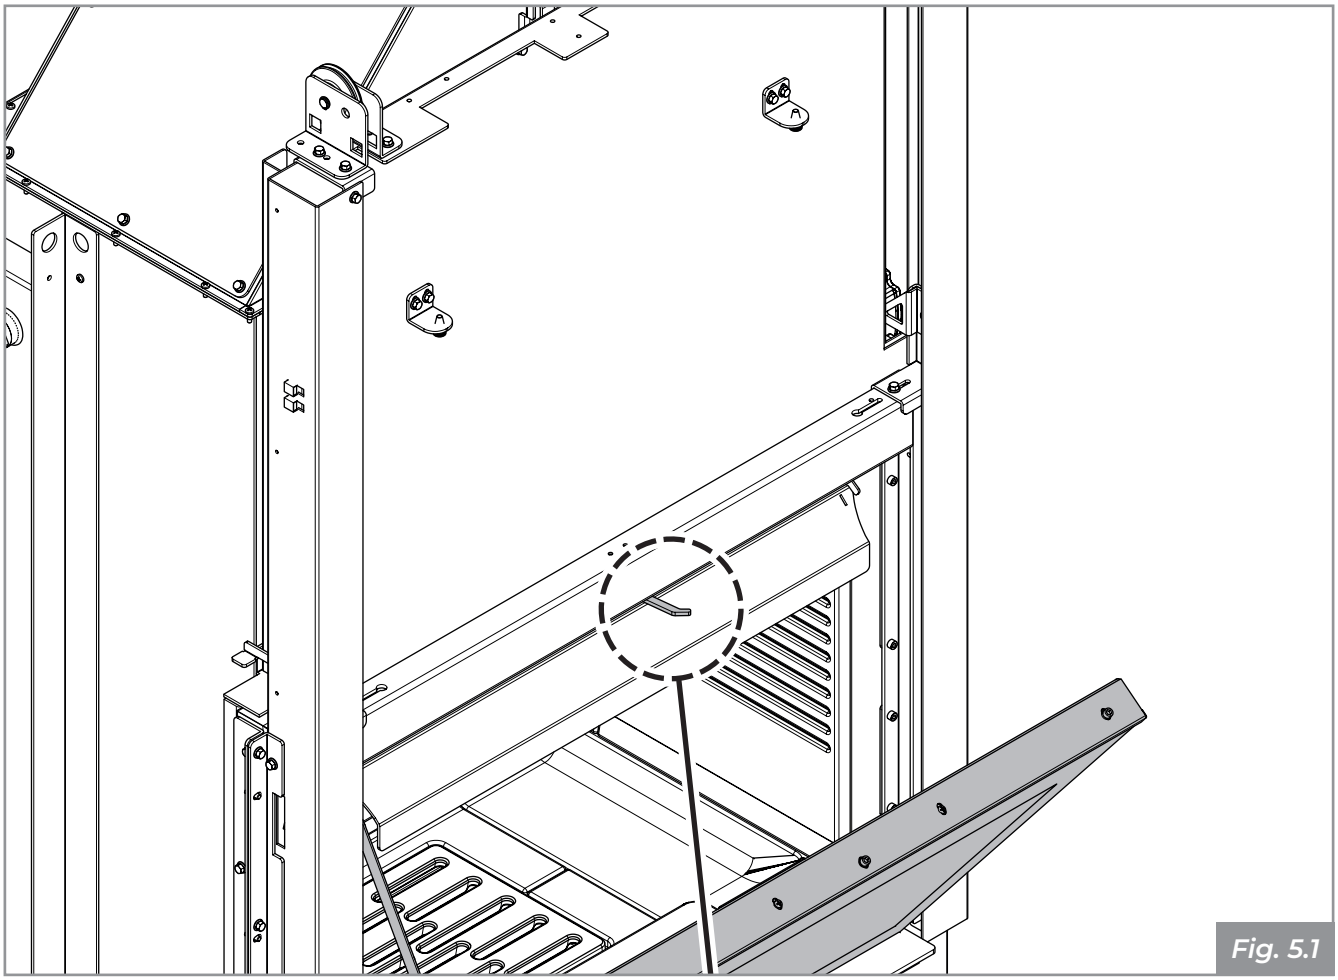

Fig. 5.1
1. Ouvrir la porte en vasistas en tirant la ou les poignées vers l'extérieur pour libérer le doigt de verrouillage situé sur le côté supérieur de la vitre ; une fois le verrou libéré, ouvrir la porte et la guider vers le bas avec la main pour éviter les chocs **(Fig. 5.1)**.
La vitre doit être nettoyée avec un chiffon humide ou avec du papier humide et passé dans la cendre. Pour nettoyer la vitre, il est nécessaire d'ouvrir la porte en vasistas en tirant la ou les poignées vers l'extérieur pour libérer le doigt de verrouillage situé sur le côté supérieur de la vitre ; une fois le verrou libéré, ouvrir la porte et la guider vers le bas avec la main pour éviter les chocs **(Fig. 5.1)**.